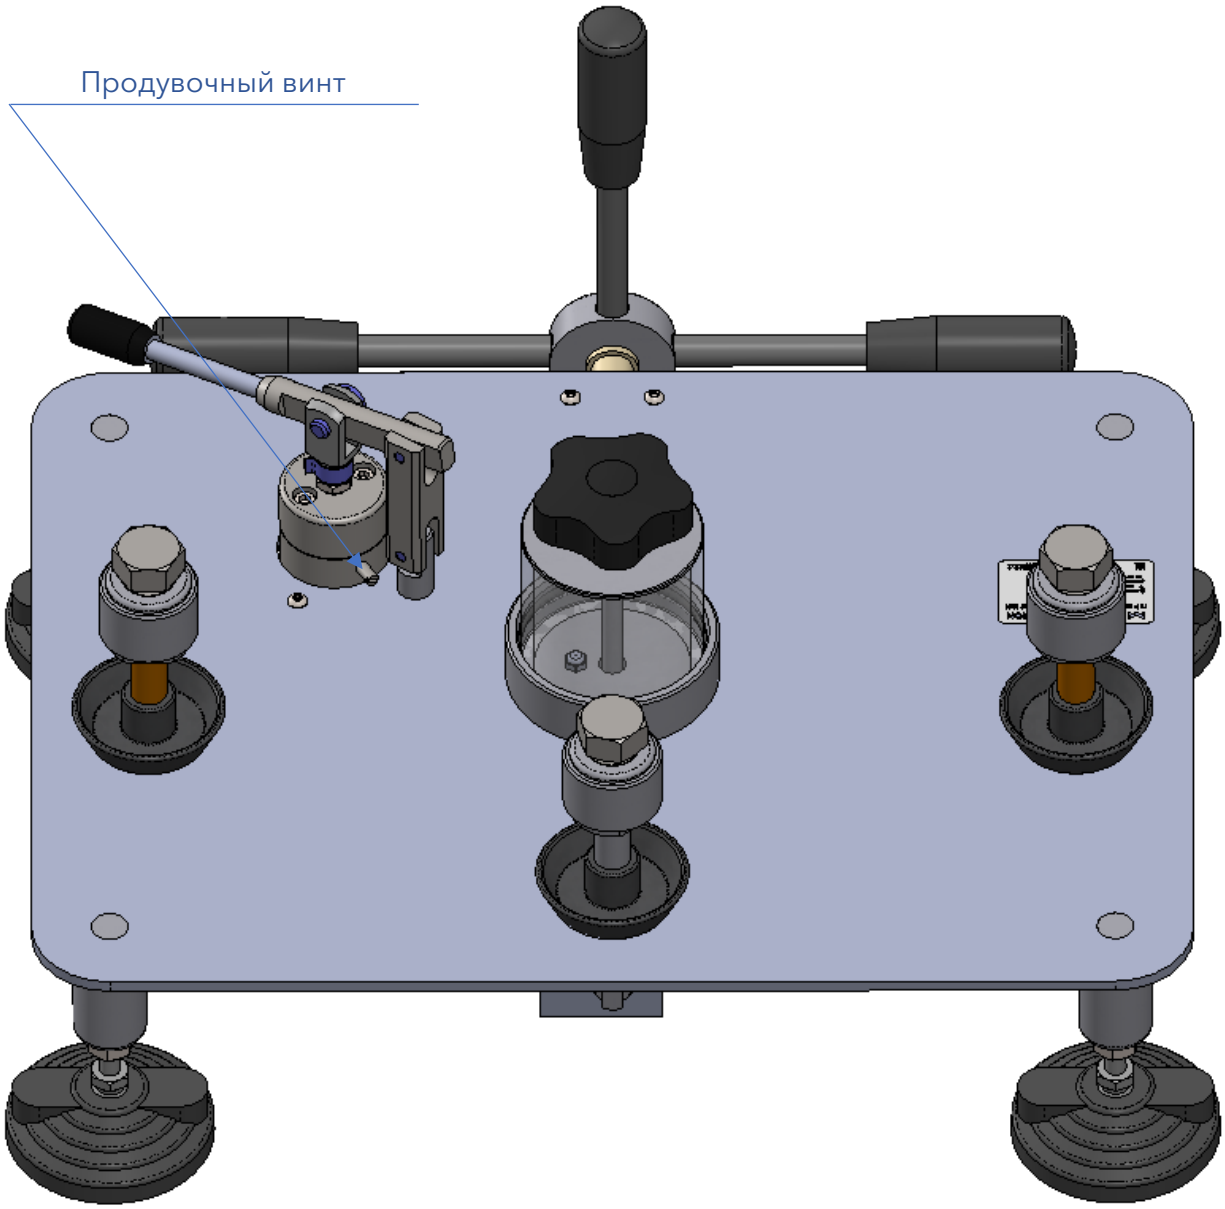

Рисунок 2 – Расположение продувочного винта
1. Выкрутите заглушки ⑧ из посадочных мест, откройте вентиль сброса давления ④
2. Вращая штурвал ⑤ против часовой стрелки, полностью выкрутите шток гидроцилиндра.
3. Снимите крышку емкости ⑨ для рабочей жидкости. Залейте рабочую жидкость до заполнения емкости на ¾ объема. Установите крышку емкости ⑨.
4. Выкрутите винт продувочного отверстия на ½ оборота (рис. 2). Плавно качайте ручку гидравлического насоса ① до появления рабочей жидкости из-под резьбы продувочного винта. Закрутите винт с небольшим усилием.
5. Плавными движениями ручки гидравлического насоса ① закачивайте рабочую жидкость в систему до тех пор, пока она не появится в отверстиях портов ⑦ для поверяемых СИ, постоянно контролируя уровень жидкости в стакане.
6. После появления жидкости в отверстиях портов ⑦, поочередно закройте их заглушками ⑧.
7. После закрытия всех портов ⑦ продолжите прокачивать жидкость до тех пор, пока не перестанет выходить воздух из сбросной линии в емкость.
8. Закройте сбросной вентиль ④ и накачайте рычагом гидравлического насоса ① давление до 3 мПа, откройте вентиль сброса давления ④. Повторяйте процедуру до тех пор, пока из сбросной линии в емкость не перестанет выходить воздух.